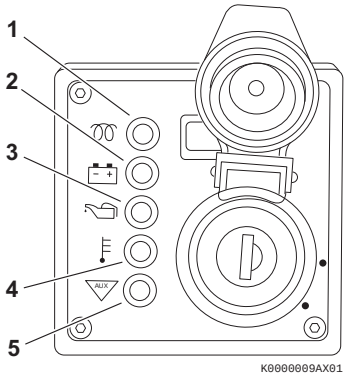
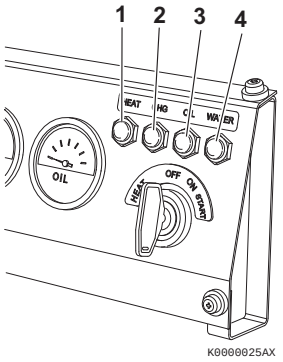
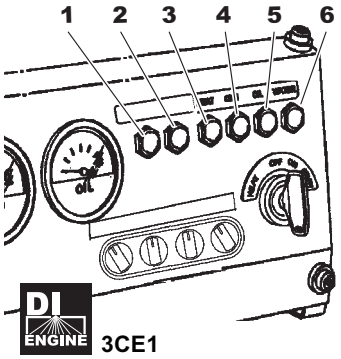

Figure 7
Figure 8
Figure 9
Figure 8 shows a typical indicator arrangement on the operator's console. With the specification of standard glow (preheat), as you turn the key switch to the HEAT position, the HEAT indicator is turned on for 4 seconds, showing that the glow plugs are energized. When the indicator goes off, turn the key switch to START position and start the engine. In the case of 3CE1 (DI), the indicator goes off after 15 seconds.
Figure 7 shows an indicator arrangement with the specification for ON-glow. As you turn the key switch to ON position, the HEAT indicator is turned on for 4 seconds. When the indicator goes off, turn the key switch to the START position and start the engine. In the case of 3CE1 (DI), the indicator goes off after 15 seconds.
Figure 9 shows an operator's console of an electronic controlled engine. The electronic controlled engine has an ON-glow specification. Depending on the water temperature, the heat indicator will turn on for 15 seconds at the longest, and preheats the glow plugs. When the indicator goes off, turn the key switch to the START position and start the engine.
Battery charge (Figure 7, (2)) or **(Figure 8, (2))** or **(Figure 9, (4))** - Stays on until the engine is running and the alternator is supplying charging current. This indicator does not indicate whether the battery is discharged.
Engine oil pressure (Figure 7, (3)) or **(Figure 8, (3))** or **(Figure 9, (5))** - Stays on until the engine is running and the oil pressure is within normal limits.
Engine coolant temperature (Figure 7, (4)) or **(Figure 8, (4))** or **(Figure 9, (6))** - Stays on momentarily. Comes back on if engine overheats.
Auxiliary (Figure 7, (5)) or **(Figure 9, (2))** - Stays on momentarily. Used for special applications.
Fault indicator (Figure 9, (1)) (optional) - Illuminates for approx. 2 sec. when the key switch is turned to ON, and stays off while the engine is running. If a fault occurs in the Eco-governor system or during energization of the E-ECU, this indicator will flash in a certain pattern to indicate what fault has occurred. See the troubleshooting section for details.